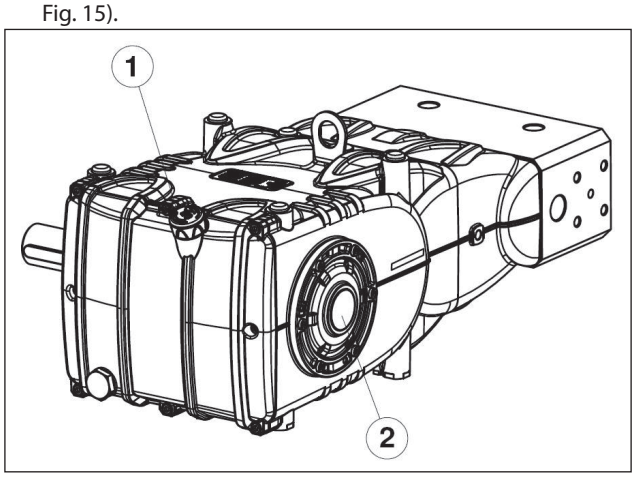

Fig. 15
5. L'huile dans le carter de la pompe est au bon niveau, en le vérifiant avec la jauge prévue à cet effet (rep. ①, Fig. 15) et exceptionnellement avec le témoin de niveau (rep. ②, Fig. 15).